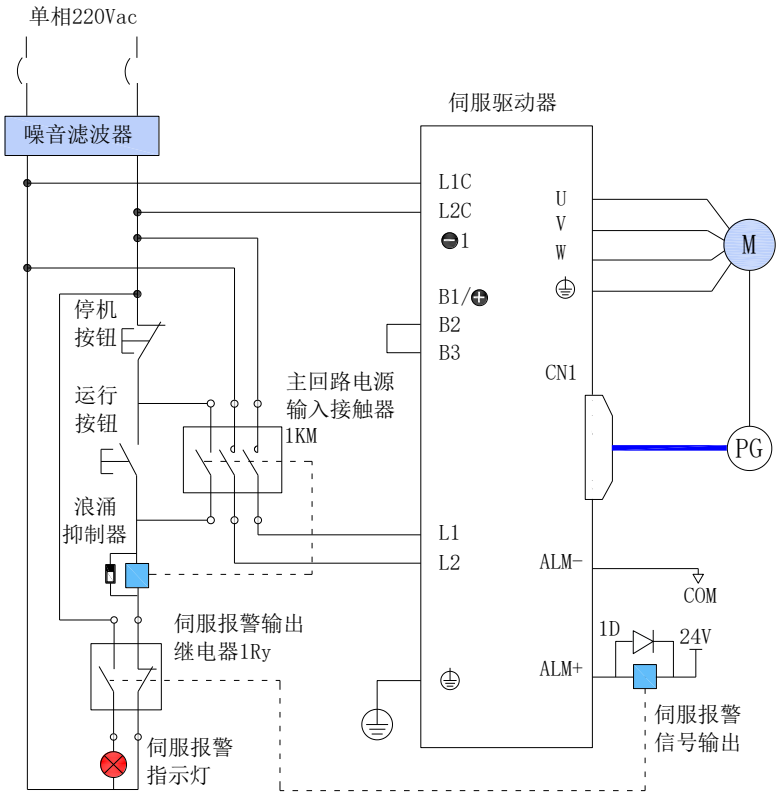
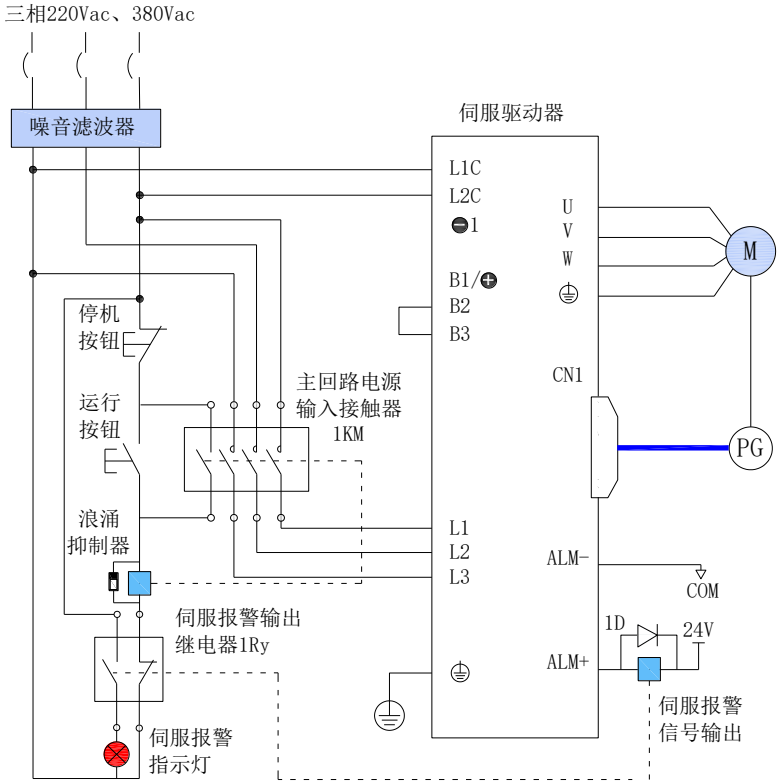

图4-4 单相220V主电路配线
图 4-5 三相 220V、380V 主电路配线
- 请参考图4-4、图4-5连接主电路电源，DO设置为警报输出功能(ALM+/-)，当伺服驱动器报警后可自动切断动力电源，同时报警灯亮。